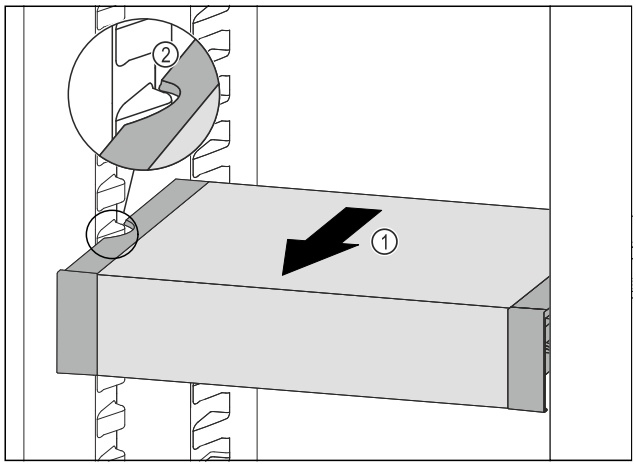

Fig. 200
▶ 向前拉动 VarioSafe *Fig. 200 (1)*，直至 VarioSafe 的侧部凹槽与冷藏区中的容器肋梁持平。 *Fig. 200 (2)*